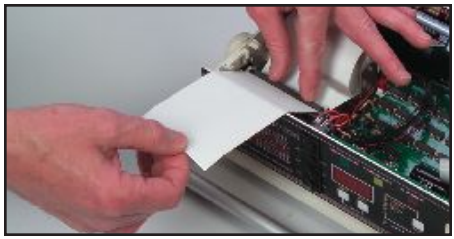

Figure 12
5. While keeping paper taut, position the paper within the guides of the printer and re-install the platen so that the gears of the platen engage with the gears of the printer. ***(See figure 11.)*** Gently insert platen in bracket until it snaps into place. ***(See figure 12.)***